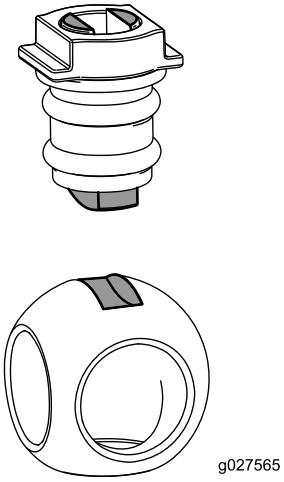

Figuur 74
6. Steek de kogel in de klepbehuizing (Figuur 74).
Opmerking: De afsluiter moet in de kogelopening passen. Als de afsluiter er niet in past, dient u de locatie van de kogel aan te passen (Figuur 74).